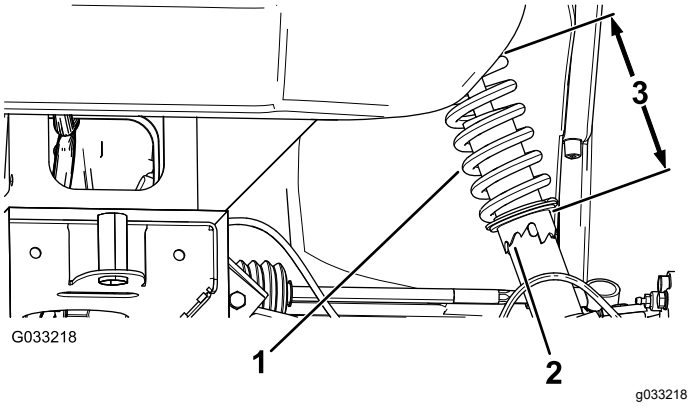

Figur 44
2. Hvis hjulets hældning ikke er korrekt, skal du bruge gaffelnøglen til at dreje muffen på støddæmperen og tilpasse hjulsporingen (Figur 44).